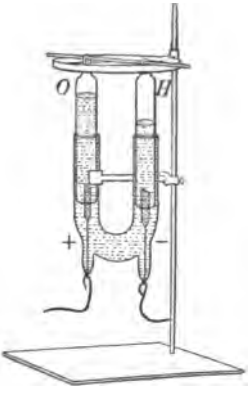

Fig. 50.
1. Connect *in series* two (or more) Bunsen cells of a battery, and attach the terminal wires to an electrolytic apparatus (Fig. 50) filled with water slightly acidulated with H_2SO_4. Notice the gas rising in minute bubbles, and that twice as much collects in one arm as in the other. Water is decomposing into its elements. By observing the graduated marks on the arms, it will be seen that no matter how much water is decomposed there will always be twice as much of one gas by volume as of the other.